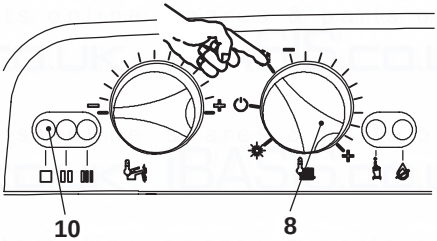

Fig. 2.4
- Turn on the electricity supply to the boiler switching on the fused spur isolation switch. The appliance operation light 10 (Fig. 2.4) will flash every 4 seconds (stand-by condition).
- If the boiler is to be used for c.h. and d.h.w, position the function selector 8 as in Fig. 2.4. The appliance operation light 10 will flash every 2 seconds (operating boiler).